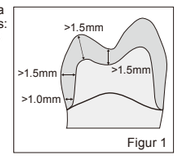

Figur 1
- Väggarnas tjocklek ska minst vara 1.5 mm, 1.0 mm vid preparationsgränserna. Preparationen ska antingen utföras som en djup chamfer eller som en rund skulderpreparation. (Figur 1)